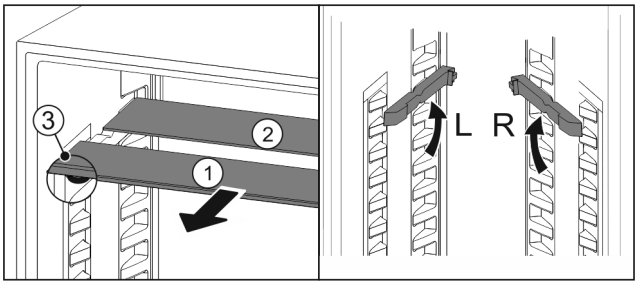

*Fig. 99*
▶ Pull the glass panels out *Fig. 99 (1)* from the front, one at a time.
▷ The glass panel *Fig. 99 (1)* and trim strip are at the front.
▷ The stops *Fig. 99 (3)* point down.